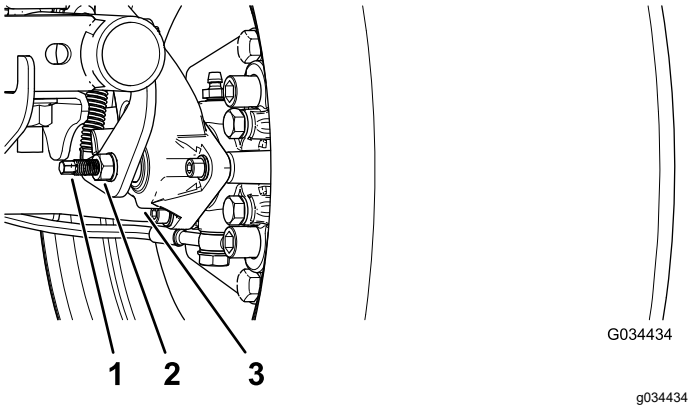

Figuur 53
3. Gebruik 2 sleutels en houd met de ene de afstelstang van de klauw vast terwijl u met de andere sleutel de contramoer een kwartslag losdraait (Figuur 53).
4. Hou de afstelstang en de contramoer vast en draai de afstelstang in om deze te bevestigen (Figuur 53).
5. Hou de afstelstang en de contramoer vast en draai een kwartslag los (Figuur 53).
6. Hou de afstelstang en de contramoer vast en draai de contramoer aan (Figuur 53).